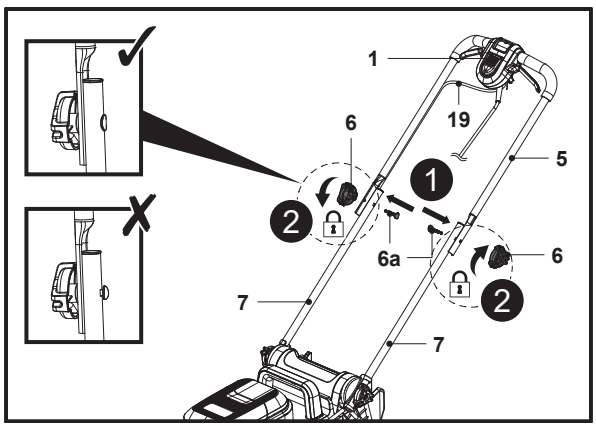

Rys. 3
1. Przytrzymać uchwyt górny (5) tak, aby przełącznik bezpieczeństwa (1) był skierowany do góry.
2. Wyrównać otwory montażowe w uchwycie górnym (5) z otworami w uchwycie dolnym (7).
3. Przełożyć śrubę montażową (6a) do końca przez otwory montażowe (rys. 3, krok 1).
4. Zamocować uchwyt górny (5) do uchwytu dolnego (7), dokręcając w prawo pokrętło blokujące (6) na gwincie śruby montażowej (6a) (rys. 3, krok 2).
5. Sprawdzić, czy linka sterująca (19) biegnie po wierzchniej stronie uchwytu górnego (5) i dolnego (7).